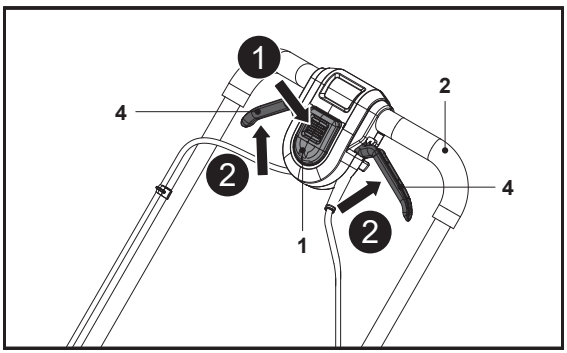

Fig. 14
1. Stai în spatele mânerului de prindere (2).
2. Ținând apăsat comutatorul de siguranță (1), trage manetele de pornire (4) spre mânerul de prindere (2) și ține-le în poziție (fig. 14, pașii 1 și 2).
3. După ce mașina de tuns iarba pornește, eliberează comutatorul de siguranță (1).